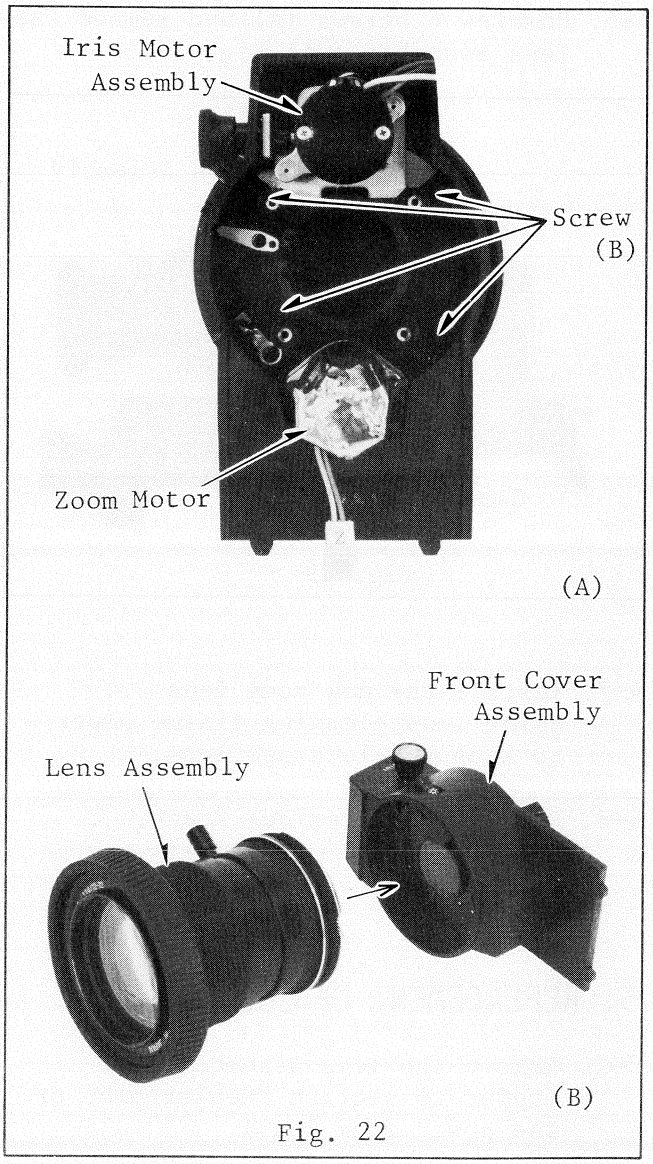

Fig. 22
6-4. Unscrew 4 screws (B) and remove the front cover assembly from the lens (see Fig. 22-A/B).